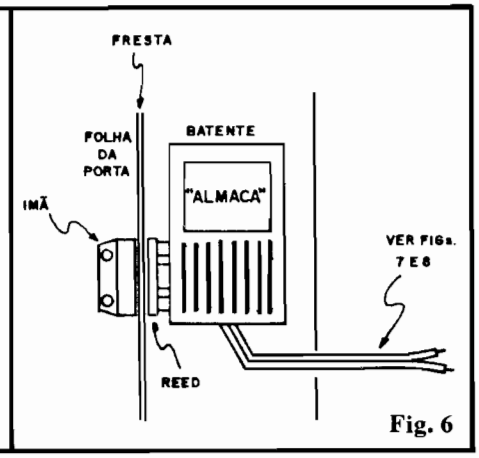
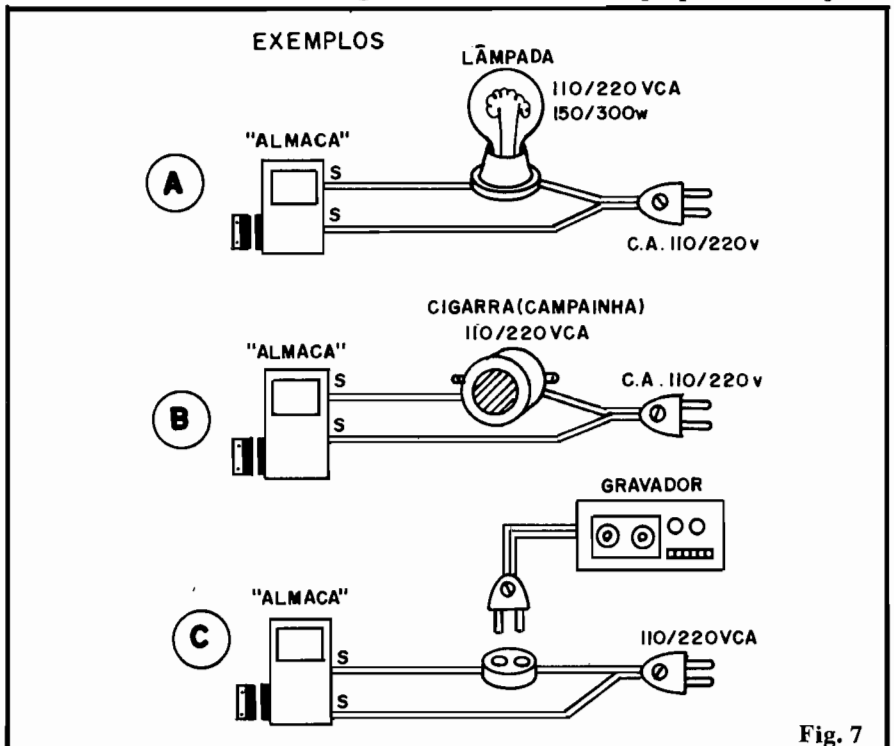
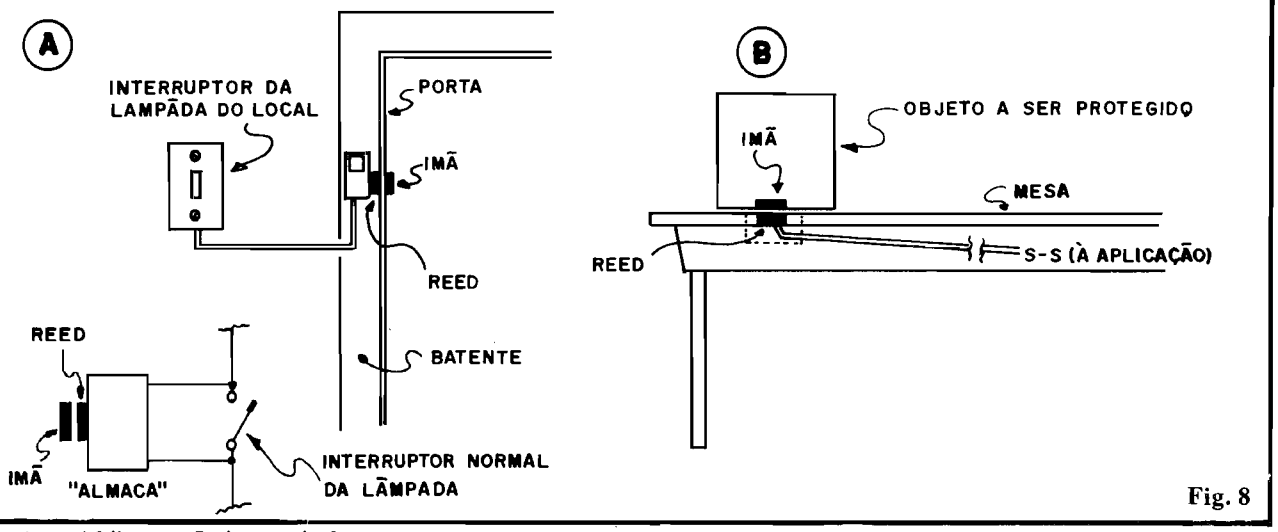

Fig. 6
Fig. 7
Fig. 8
– **FIG. 6** – A utilização mais elementar e óbvia do ALMACA é no controle de uma porta, caso em que a instalação do sistema pode ser feita conforme ilustra a figura: a caixinha do circuito é presa ao batente da dita porta, enquanto que o ímã é fixado à "folha" da porta. O IMPORTANTE é que, na condição de repouso (porta fechada), ímã e REED se confrontem, bem alinhados e guardando um espaça-
– **FIG. 7** – Diagrama de interligação ALMACA/carga/C.A. Em 7-A temos o de uma lâmpada. Em 7-B de uma campainha. Em 7-C o acionamento de um gravador. Em todos os casos observar bem a posição elétrica da carga, intercalada entre a saída (S-S) do ALMACA e a C.A. IMPORTANTE: Sob nenhuma hipótese os fios S-S podem ser ligados **diretamente** à C.A., pois, se isso for feito, o circuito "queimará" imediatamente! A carga (sempre com wattagem dentro dos parâmetros recomendados) deverá **obrigatoriamente** estar intercalada entre o ALMACA e a C.A. Notar ainda (nos exemplos da fig. 7) que nos casos A e B a lâmpada ou cigarra atuam como aviso direto do "rompimento" do ponto controlado. Já no caso C, um gravador é utilizado, por exemplo, para "disparar" uma instrução ou advertência cada vez que a condição de alarme for instaurada. As possibilidades não ficam por aí, como veremos na próxima figura...
– **FIG.8** – Mais detalhes e sugestões para utilização do ALMACA. Em 8-A outro exemplo: o ALMACA instalado numa porta (como na fig. 6), controlando diretamente a própria iluminação normalmente instalado no local (basta ligar os fios S-S do ALMACA aos dois terminais do interruptor normal da lâmpada que ilumina o local). Assim, ao ser aberta a porta, automaticamente a lâmpada acenderá, num arranjo muito útil em almoxarifados, despensas, etc., ou outros compartimentos não dotados de iluminação natural (por janelas). Em 8-B mostramos como o ALMACA pode ser facilmente instalado e utilizado na proteção de objetos valiosos em exposição: o circuito pode ficar sob a mesa ou tablado que suporta o objeto a ser protegido. À menor tentativa de remoção do objeto, o ALMACA acionará o alarme que pode ser qualquer dos sugeridos na fig. 7, por exemplo).